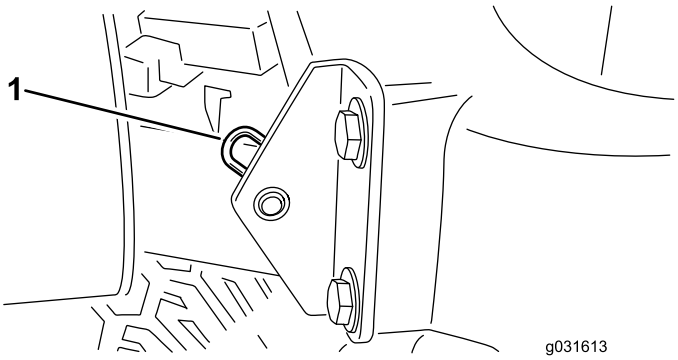

図 33
2. フードのピボット部をブラケットに固定しているヘアピンコッターを抜き取る図 33。